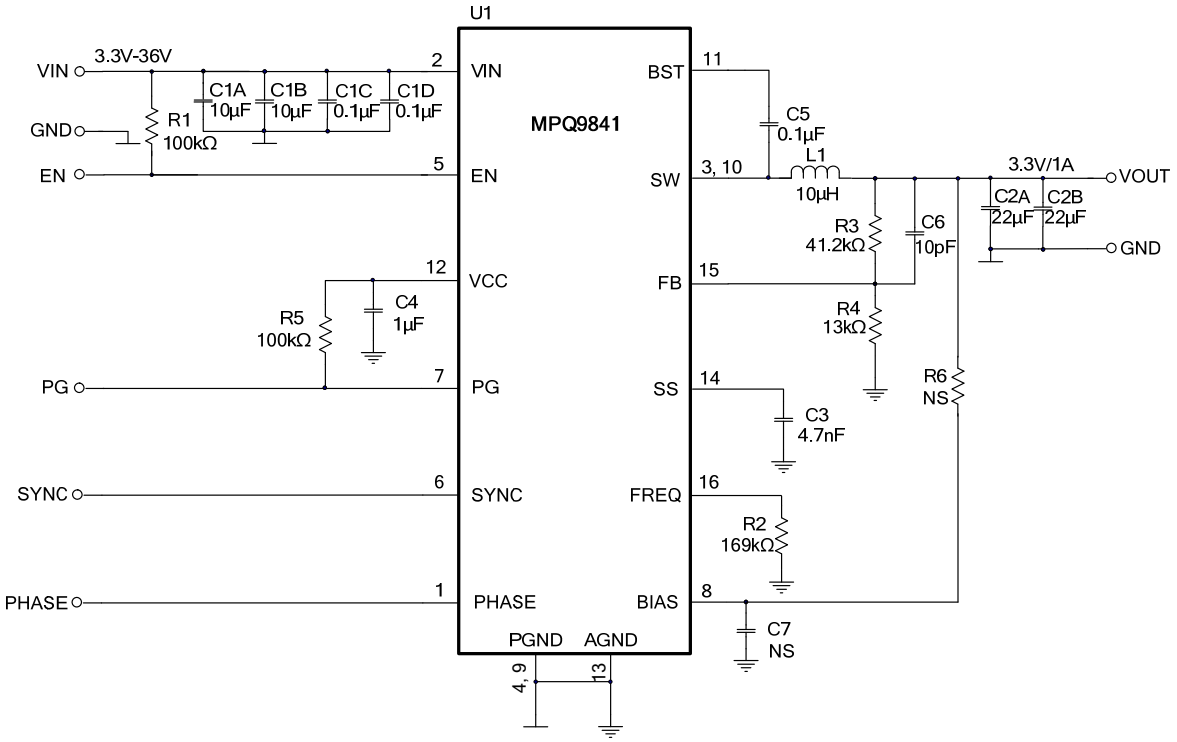

Figure 8: V_{OUT} = 3.3V, F_{SW} = 500kHz
8) The recommended PCB layout is based on Figure 8.